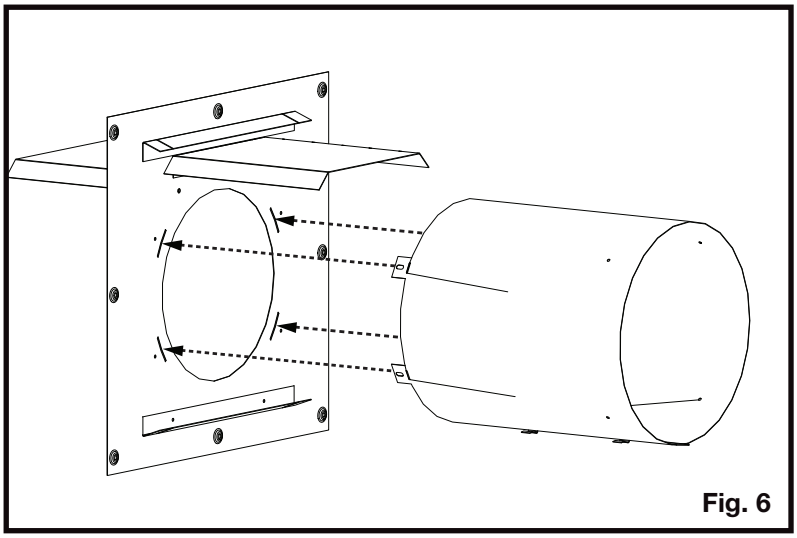

Fig. 6
6. Insérez les languettes des douilles d'évent dans les douilles d'espaceur de feuillard, pliez les languettes de douille d'évacuation et fixez-la à l'entretoise de foyer avec 4 attaches fournies **(Figure 6)**.